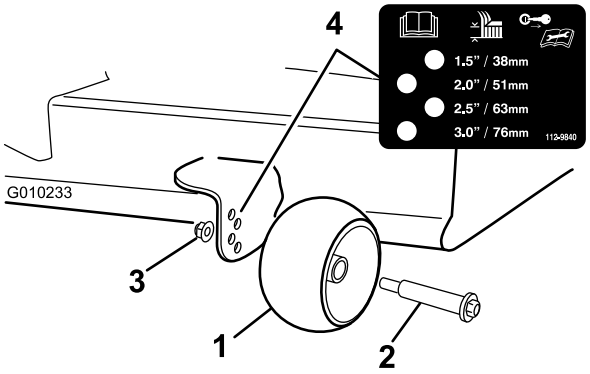

**Figur 23**
3. Juster antiskalperingsvalsene som vist i Figur 23 for å tilpasse dem den nærmeste klippehøydeposisjonen.